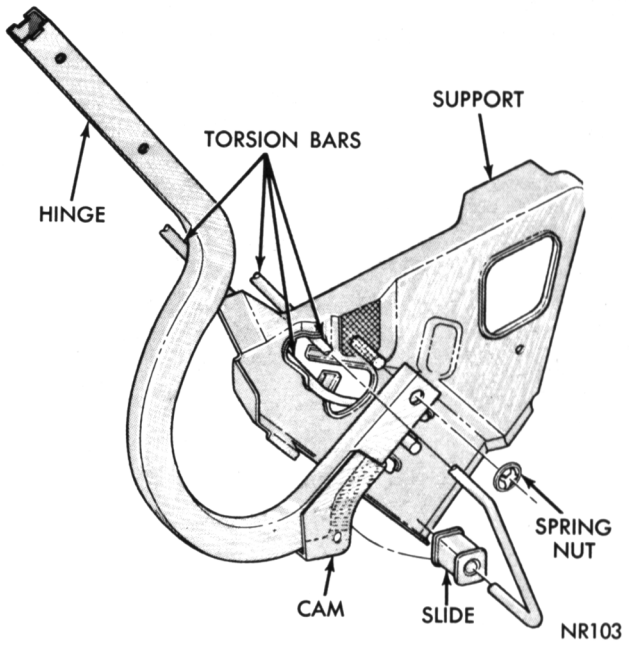

Fig. 64—Deck Lid Hinge
The deck lid hinges (Fig. 64) permit only a very slight adjustment at the deck lid to hinge attaching points.
(1) Remove the deck lid assembly.
(2) Disengage the torsion bar roller from hinge being removed. Use care when disengaging torsion bar as it is under a load.
(3) Remove spring nut (Fig. 64) retaining hinge to hinge bracket and remove hinge.
(1) Remove torsion bar (underspring load) from adjustment slot (Fig. 64).
(2) Unwind torsion bar.
(3) Unhook torsion bar from support bracket.
(4) Push torsion bar out of roller in hinge arm and remove from hinge support